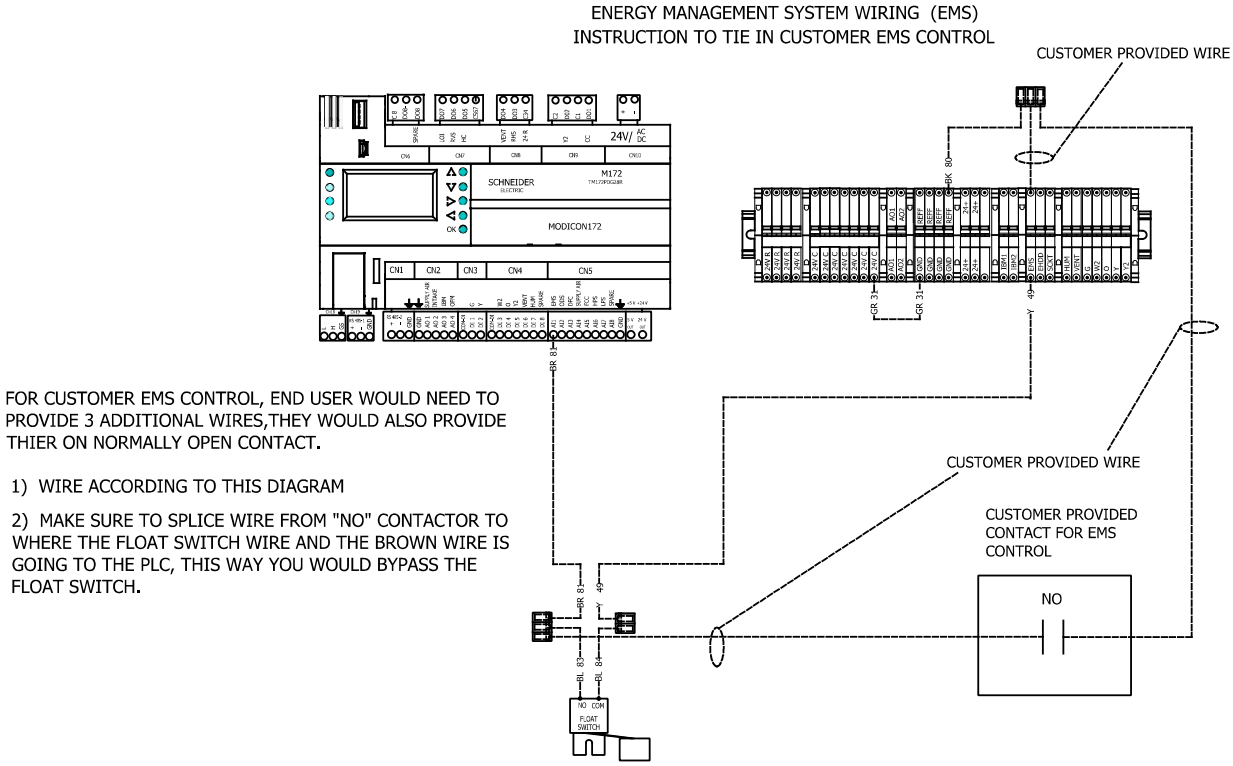

Figure 7. EMS Wiring Detail
C. The electrical control compartment is located behind the front door at the lower right hand corner of the unit. The electrical schematic for the heat pump or air conditioner is contained in a pocket on the inside of the middle front panel door. Figure 6 shows typical control centers for the Scholar 2.0 heat pump and air conditioner. Figures 7 and 8 show typical single and three phase wiring diagrams for the Scholar 2.0 heat pump and air conditioner.
The control of the GreenCube ERV and Ventilation relay (VR) are 24 volt inputs to the PLC. If 120 V. of 240 inputs are required, additional relays must be installed in the factory or in the field. The EMS is tied to the float switch and will shut the system down if the switch is closed (indicating the drain pan water reached its limit). For end user control of the EMS, refer to Figure 7.